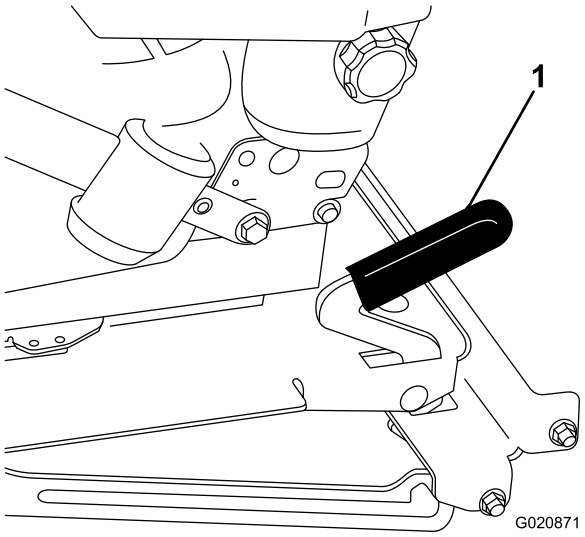

Figur 33
2. Træk sædelåsen frem, og løft op for at frigøre sædet (Figur 33).